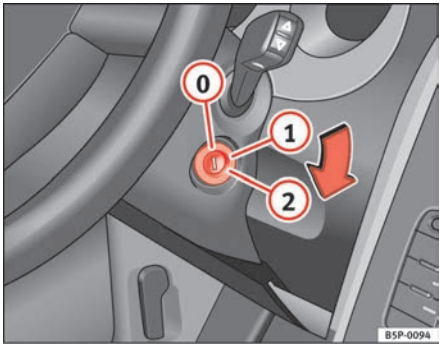

Fig. 135 Ignition key positions
In this position ⇒ fig. 135 the ignition and the engine are OFF and the steering may be locked.
– Turn the ignition key to position ⇒ page 162, fig. 135 (1). The indication lamp ⌚ will light for engine pre-heating.
– When the warning lamp turns off, turn the key to position (2) to start the engine. Do not press the accelerator.
– Turn the ignition key to position ⇒ page 162, fig. 135 (0).